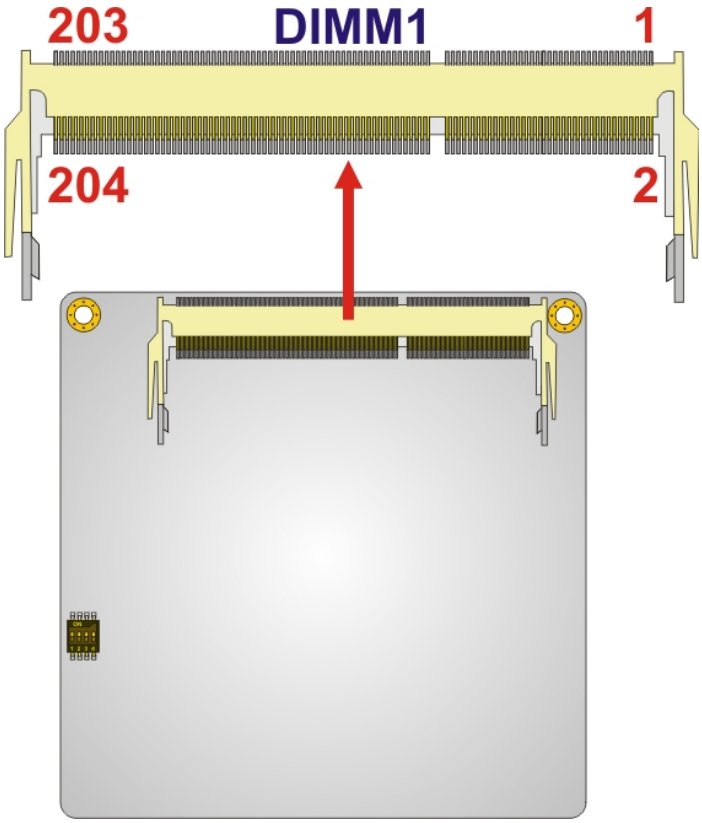

**Figure 3-5: SO-DIMM Connector Location**
**CN Location:** See **Figure 3-5**